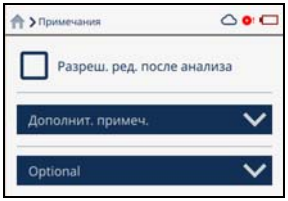

Рис. 2-26 Строка Optional (Дополнит.)
2. Щелкните на **Дополнит. примеч.** для отображения строки **Optional** [Дополнит.] (см. Рис. 2-26 на стр. 39).